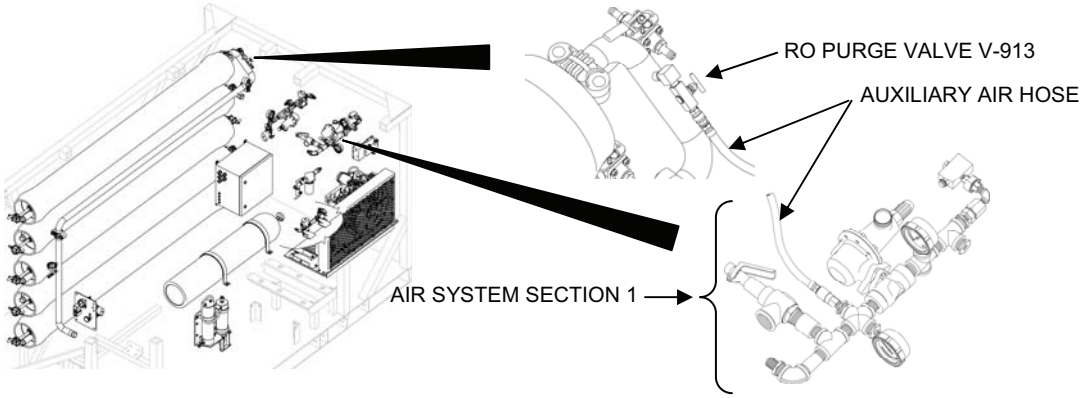

Figure 9. Auxliary Air Hose Connections for Force-Air Draining the RO Elements.
e. Make sure RO Air Purge Valve V-913 is closed (Figure 9).